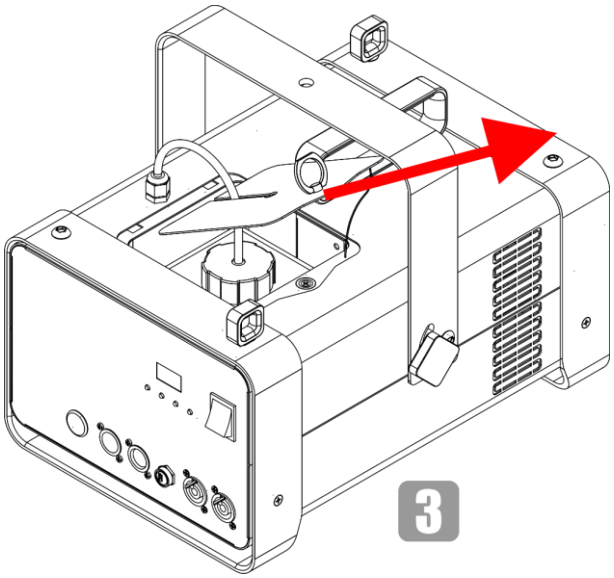

Fig. 11
03) Remove the service lid, as shown in Fig. 11.